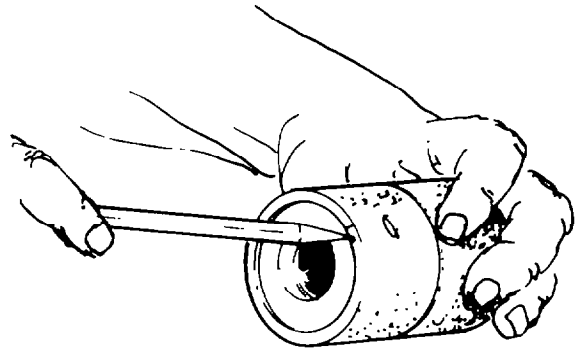

Fig. 62 — Marking Rear Bearing
a. Mark the edge of the rear bearing to enable the correct positioning of the oil hole during installation (see fig. 62).